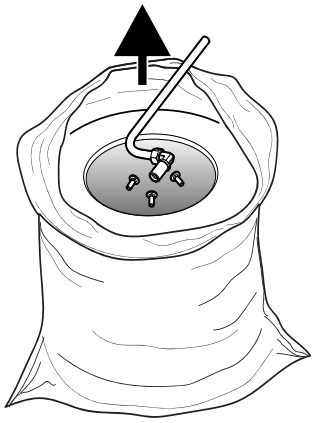

Fig. 22
10. Plocka ut vagnsbultar och luftrör ur filterpatronen (**Fig. 22**) för återmontering på det nya patronfiltret.